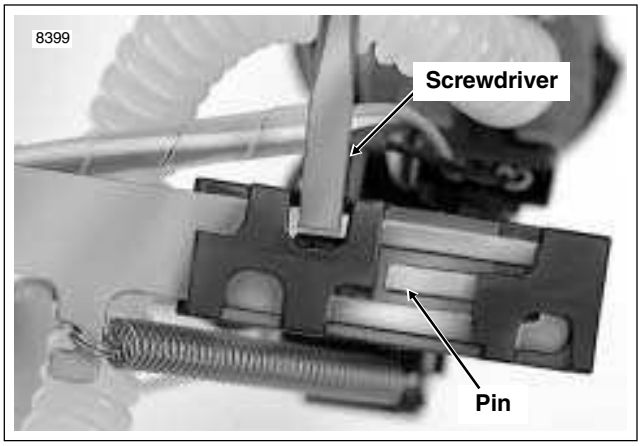

Figure 9-21. Either Crack Webbing or Depress Pin to Remove Hinge From Support Arm
a. Insert flat tip screwdriver at location shown in Figure 9-21. Carefully crack plastic webbing at top of hinge and remove from support arm. Discard fuel pump and bracket assembly.
b. Using the tip of a needle nose pliers, depress pin and slide hinge off end of support arm. See Figure 9-21.